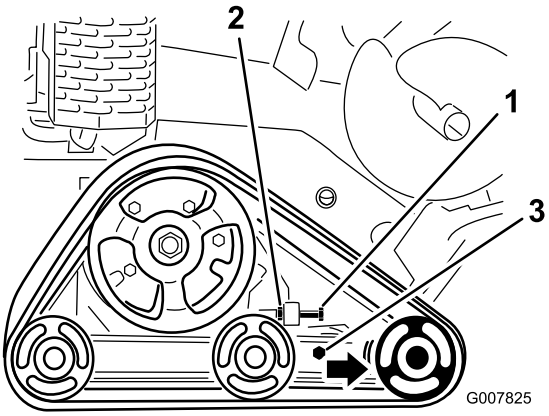

Figur 49
3. Lossa kontramuttern på larvbandets spännskruv och klämskruvarna på spännarmen (Figur 49).
4. Dra åt spännskruven till 32,5–40,7 Nm så att larvbandet spänns (Figur 49).
4. För spännskruven och kontramuttern bakåt (Figur 49).
5. Lossa klämskruvarna (Figur 49).